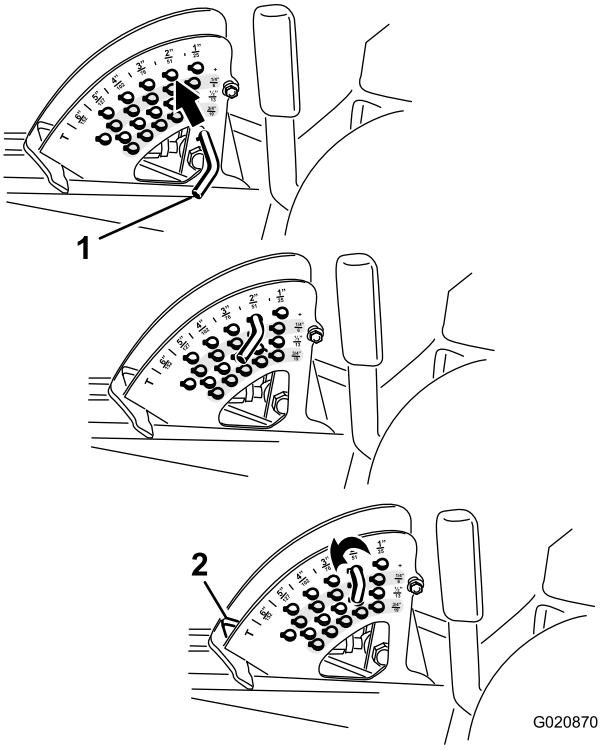

**Rysunek 27**
2. Obracaj sworzeń blokady, aż znajdujący się w nim sworzeń obrotu zrówna się ze szczelinami w otworach we wsporniku wysokości koszenia, a następnie go wyjmij (Rysunek 27).
3. Wybierz otwór we wsporniku wysokości koszenia odpowiadający żądanej wysokości koszenia, wsuń sworzeń i obróć go w dół do zablokowania na miejscu (Rysunek 27).
**Informacja:** Istnieją 4 rzędy otworów (Rysunek 27). Górny rząd zapewnia wysokość koszenia podaną nad sworzniem. Drugi rząd zapewnia podaną wysokość plus 6 mm. Trzeci rząd zapewnia podaną wysokość plus 12 mm. Dolny rząd zapewnia podaną wysokość plus 18 mm. Dla położenia 15,8 cm jest tylko 1 otwór znajdujący się w drugim rzędzie. Nie powoduje on dodania 6 mm do położenia 15,8 cm.